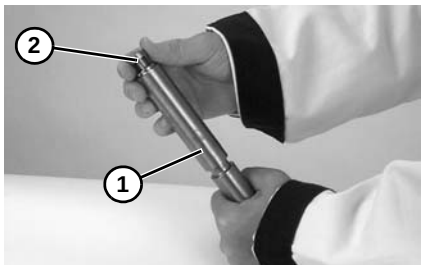

Abbildung 68
2. Spindel **(Abbildung 68, Teil 1)** überprüfen. Falls verschlissen, austauschen.
3. Lager **(Abbildung 68, Teil 2)** auf Spindel schieben.